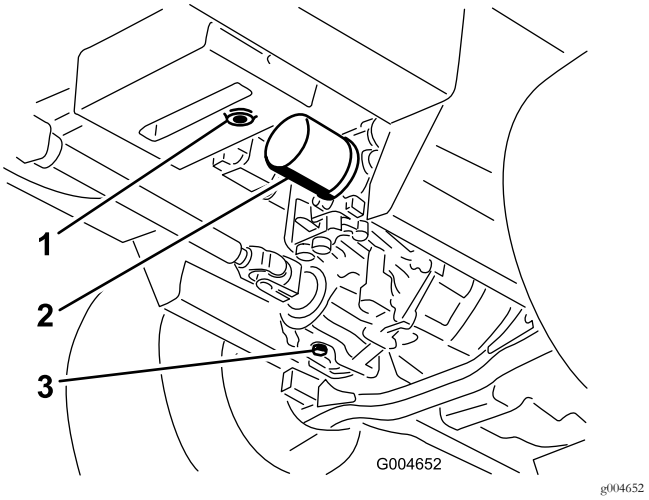

Figuur 62
3. Plaats een grote bak onder het hydraulische reservoir en de versnellingsbak en verwijder de aftappluggen om alle hydraulische vloeistof weg te laten lopen (Figuur 62).
4. Reinig de omgeving van het hydraulische filter en verwijder het filter (Figuur 62).